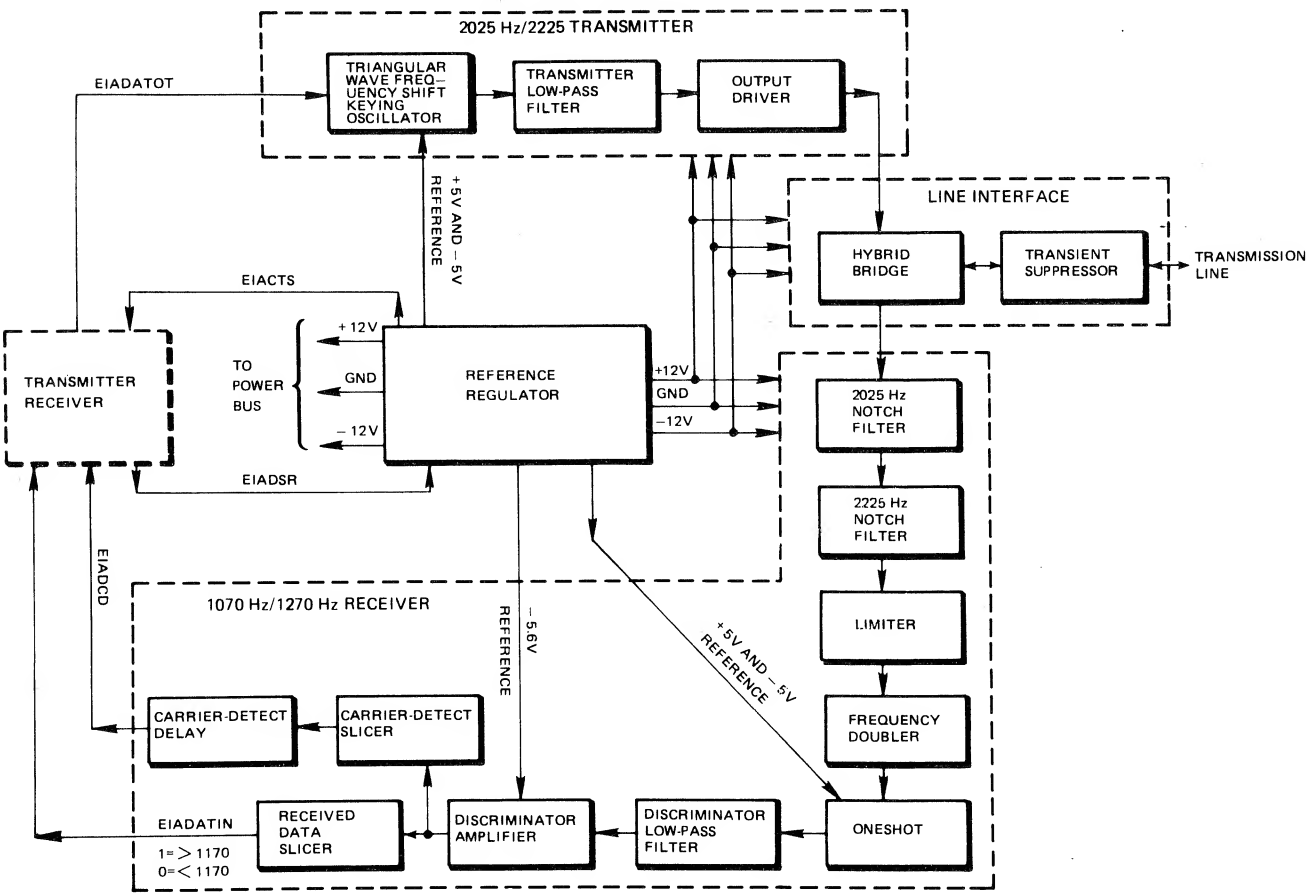

FIGURE 3-9.2. ANSWER MODE (TH) MODEM FUNCTIONAL BLOCK DIAGRAM
3-9.1.5 **Modem-Answer Mode (TH).** The TH Modem is an answer-mode PC card modem, designed to communicate with the comparable originate-mode TL Modem. The transmitter section of the TH Modem converts a MARK level (EIADATOT low) from the serial transmitter into a MARK (2225 Hz) frequency on the transmission line and converts a SPACE level (EIADATOT high) into a SPACE (2025 Hz) frequency on the transmission line. The TH Modem receiver section converts a received MARK (1270 Hz) frequency on the transmission line into a MARK level (EIADATIN low) for the serial receiver and converts a received SPACE (1070 Hz) frequency on the transmission line into a SPACE level (EIADATIN high) for the serial receiver. Modulation and demodulation may be carried out for data rates up to 300 baud. A block diagram of the TH Modem is shown in Figure 3-9.2.